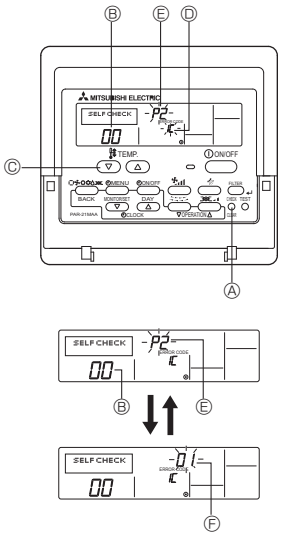

Fig. 7-3
7.3.1. Für die verdrahtete Fernbedienung (Fig. 7-3)
① Den Netzstrom einschalten.
② Die [CHECK] (PRÜFEN)-Taste zweimal drücken
③ Bei Verwendung der System-Steuerung mit der [TEMP]-Taste die Kältemittelladresse einstellen.
④ Zum Ausschalten der Selbstprüfung die [ON/OFF] (EIN/AUS)-Taste drücken.